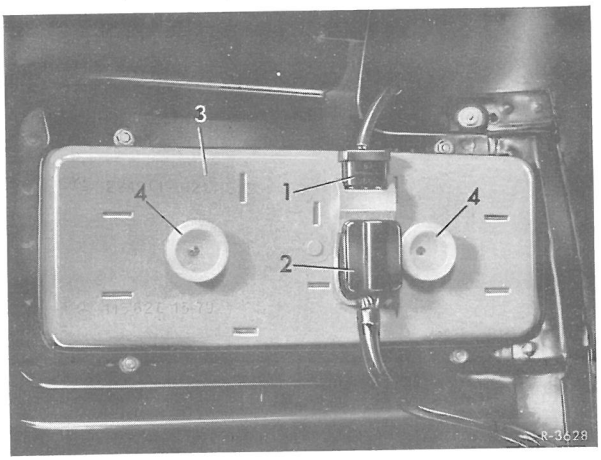

Fig.82-13/1
1 Det sekspolede (2) og topolede (1) stik på baglygtehuset (3) trækkes ud(fig.82-13/1.